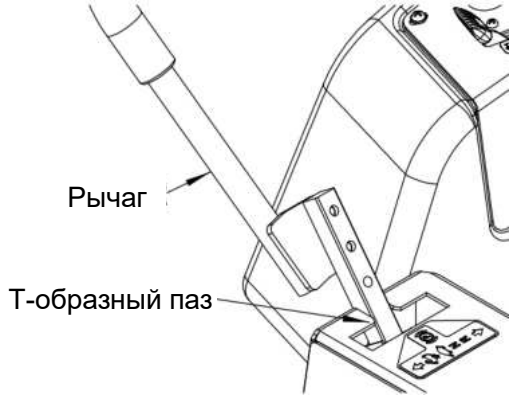

Рис. 8
- Регулятор воздушной заслонки (B) - это черная ручка на консоли. Регулятор воздушной заслонки используется для облегчения запуска холодного двигателя. Переместите ручку вверх или вниз, чтобы контролировать степень открытия воздушной заслонки двигателя, чем выше ручка, тем шире будет открытие воздушной заслонки.
- Дроссельная заслонка (C) - это большой черный рычаг, расположенный рядом с консолью справа от сиденья. Дроссельная заслонка используется для управления скоростью двигателя. Переместите рычаг дроссельной заслонки вперед, чтобы увеличить обороты двигателя, и назад, чтобы уменьшить их.
- Выключатель режущего механизма (PTO) (D) - это красная нажимная/вытяжная ручка, расположенная на консоли. Потяните ручку выключателя режущего механизма (PTO) «вверх», чтобы включить электрическое сцепление, которое приведет в движение ремень, соединенный с декой газонокосилки и, в свою очередь, приводящий в движение режущие ножи. Нажмите на ручку выключателя режущего механизма (PTO) «вниз», чтобы отключить электрическое сцепление, которое остановит вращение ножей в течение нескольких секунд.
- Счетчик электрических изменений и наработки часов (E) - это числовой индикатор, расположенный на консоли. Счетчик подключен к цепи зажигания и предназначен для регистрации количества часов работы двигателя. Если оставить выключатель зажигания включенным, но не запустить двигатель, счетчик наработки часов будет регистрировать рабочие часы. Счетчик также подключен к аккумуляторной батарее и предназначен для отображения оставшегося заряда аккумулятора.
- Когда рычаги расположены по центру в Т-образном пазу, приводная система находится в нейтральном положении. Когда рычаги выдвинуты в Т-образный паз, приводная система находится в положении стояночного тормоза. (См. рис. 8)